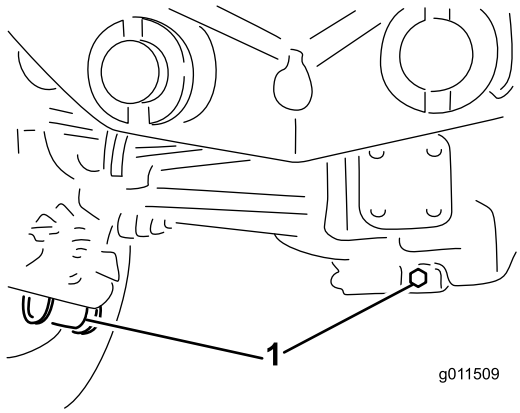

図 64
2. ドレンプラグそれぞれの端部に1本ずつ、中央に1本全部で3本の周囲をきれいにする図 64。